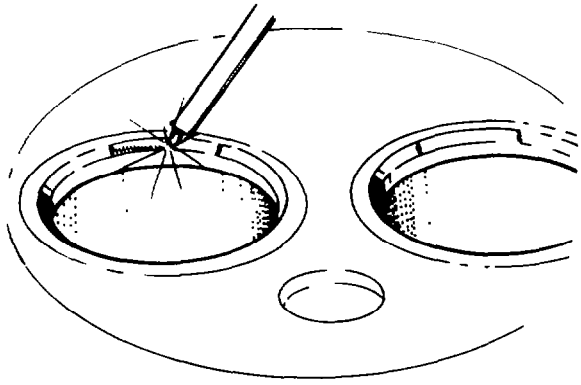

Fig. 27 — Removing Valve Seat Inserts
a. Remove the valve seat insert by running a bead of weld on the angled face of the valve seat, using an arc welder. This will cause the valve seat to shrink enabling easy removal of the seat (see fig. 27).